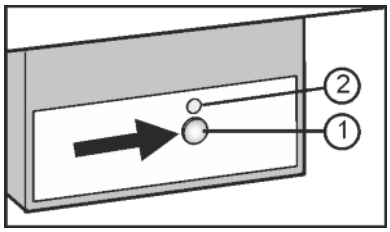

Fig. 23
▶ Taste On/Off *Fig. 23 (1)* drücken, so dass die LED *Fig. 23 (2)* leuchtet.